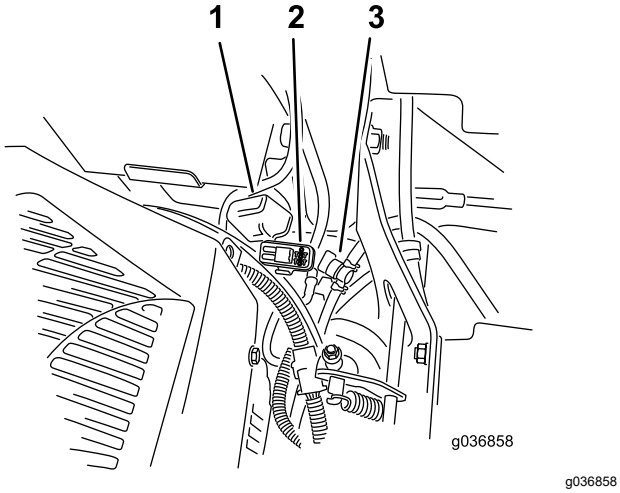

**Figuur 53**
**Opmerking:** Voor MyRide machines: zorg dat de aardingskabel niet tegen de balansarm of de onderste schokdemperbevestiging schuurt (Figuur 53).
De zekeringen bevinden zich op de rechter bedieningseenheid naast de stoel (Figuur 53).
2. Monteer een nieuwe zekering (Figuur 53).